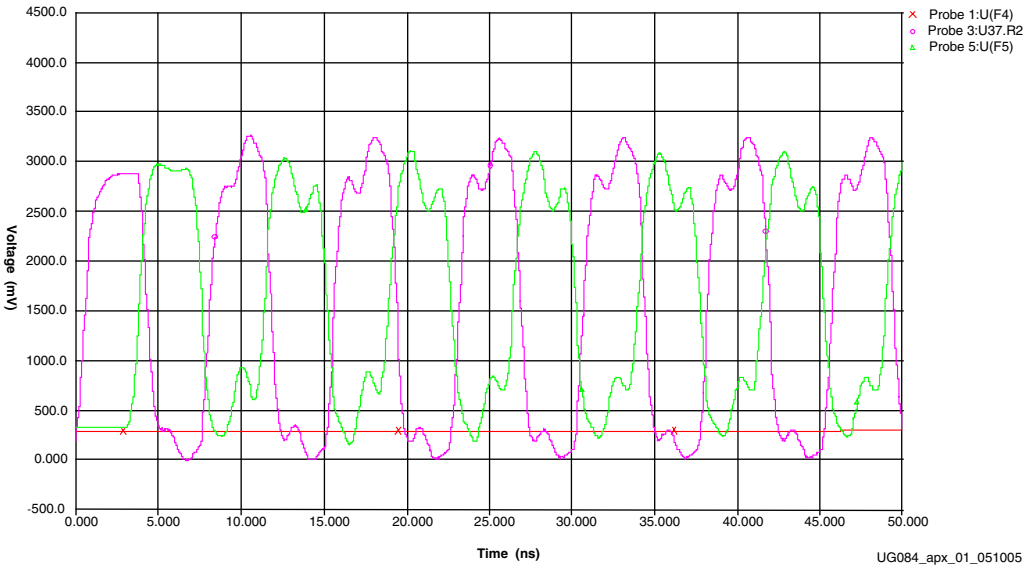

Figure A-1: **Bottom Jumper in Place (R242 only)**
- Figure A-1, Bottom Jumper in Place (R242 only)
In Figure A-1, the Magenta waveform (with the highest peaks) is the clock source on the mother board, and the Green waveform shows U10.D2 on the ML455 board.